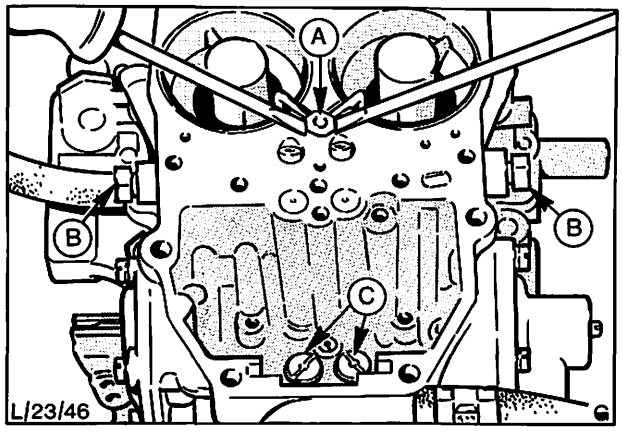

Abb. 100 Düsen, die zur Reinigung entfernt werden müssen
10. Beide Leerlaufdüsen und Hauptdüsen herausdrehen. Spritzrohre mit **zwei** schmalen Schraubenziehern vorsichtig herausheben, Abb. 100.